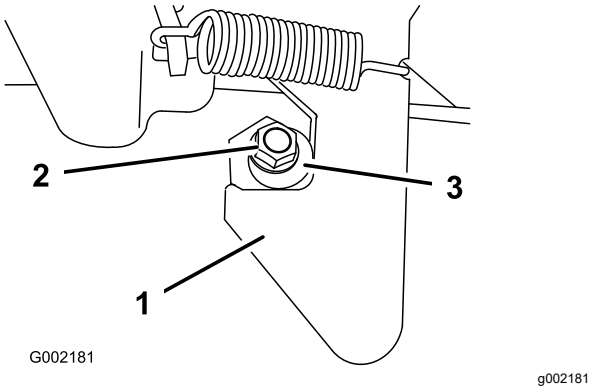

Figur 71
1. Lossa låsmuttern i änden av spärrstiftet (Figur 71).
2. Vrid spärrstiftet medsols tills det sitter tätt mot haken på spärrhaken (Figur 71).